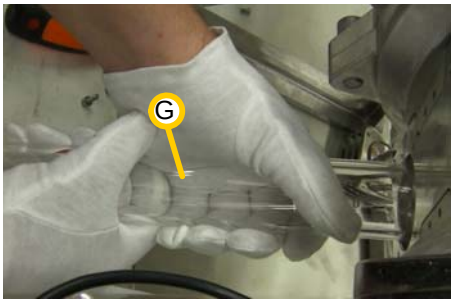

Figure 10-27: Quartz Tube and O-ring (Generic View)
Under normal environmental conditions, the quartz tube’s rubber O-rings (as shown in **Figure 10-27** below) must be replaced once a year even if they pass visual inspection. For environments where the water temperature is above 70°C (160°F), the quartz tube’s O-rings must be replaced quarterly, for which after the first year, O-rings may require replacement less frequently. For more information, consult your Atlantium representative.
- Two O-rings (See view **B** in **Figure 10-27** below)
Step 16. Mount a new O-ring onto the quartz tube (as shown in **Figure 10-27** above) and insert the tube into the Unit from the lower side until it reaches the other side. Make sure it is centered as you insert it.